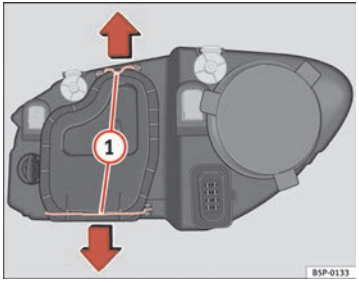

Fig. 186 Dipped head-lights
– Remove the loops ⇒ page 268, fig. 186 (1) in the direction of the arrow and remove the cover.